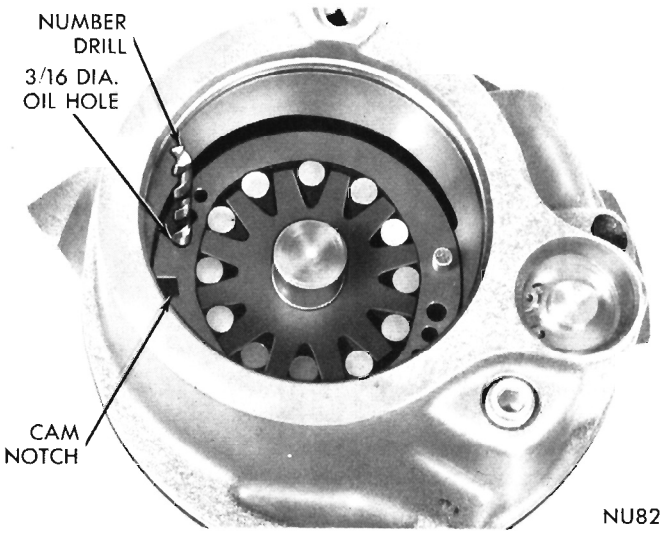

Fig. 31—Aligning Oil Holes
(9) Before installing pressure plate, rotate shaft by hand to make sure rollers are all seated parallel with pump shaft.
(10) To insure proper alignment of pressure plate to dowel pin, insert the largest possible number drill into the large 3/16 inch diameter oil hole in the cam ring, next to the cam notch. Select from a number 13 through 16 drill, clean thoroughly, and bottom on housing floor (Fig. 31).